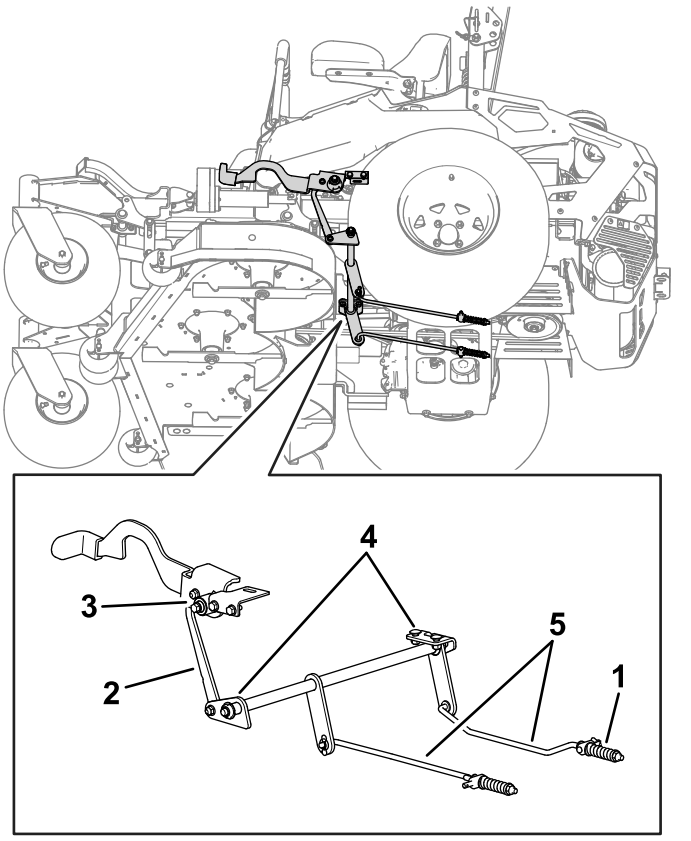

Bild 57
7. Falls eine Einstellung erforderlich ist, lösen Sie die Feststellbremse. Prüfen Sie alle Komponenten des Feststellbremsgestänges auf Verschleiß. Ersetzen Sie verschlissene Bauteile (Bild 57) und wiederholen Sie Schritt 6.